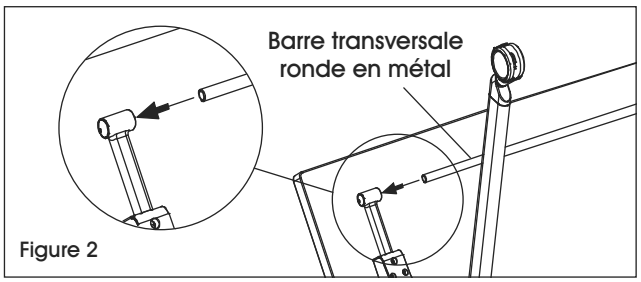

Figure 2
2. Insérez la barre transversale ronde en métal (6) dans le bout rond du pied fixé à la surface de table. (Voir Figure 2)